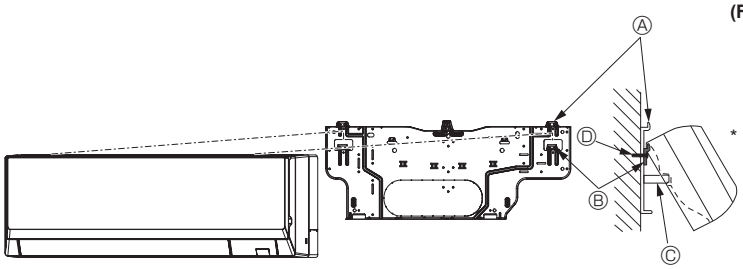

Fig. 3-12
- **Si la unidad interior no puede colgarse y levantarse con el gancho normal (las dimensiones de 2.1. Ⓚ (el espacio entre el techo y la unidad) son como máximo de 75 mm, 2-61/64 pulgadas), cuelgue la unidad en el gancho inferior para la tubería izquierda. (Fig. 3-12)**
(Fig. 3-12)